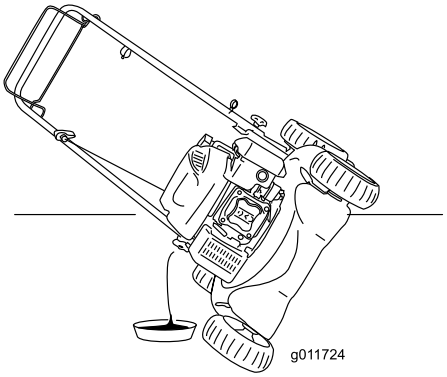

Figure 25
5. Inclinez la tondeuse sur le côté (jauge en bas) pour vidanger l'huile usagée par le goulot de remplissage (Figure 25).